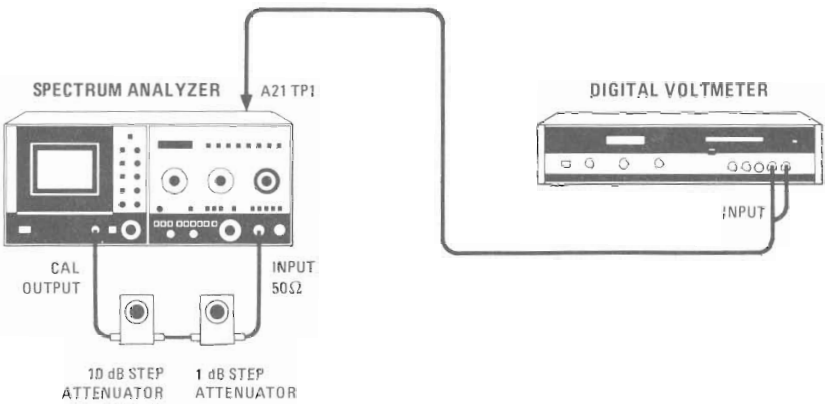

Figure 5-16. Log Amplifier Adjustment Test Setup
b. Reconnect power cord, set LINE switch ON, connect equipment as shown in Figure 5-16, and set 8565A controls as follows: